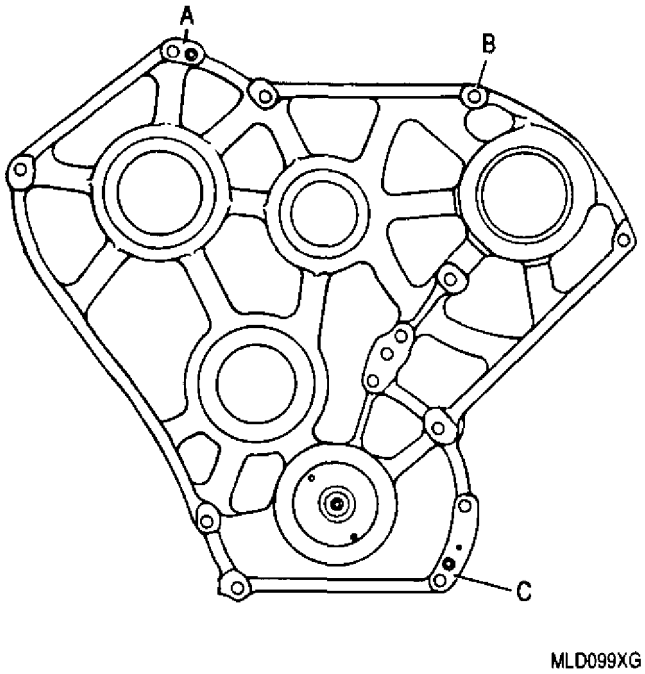
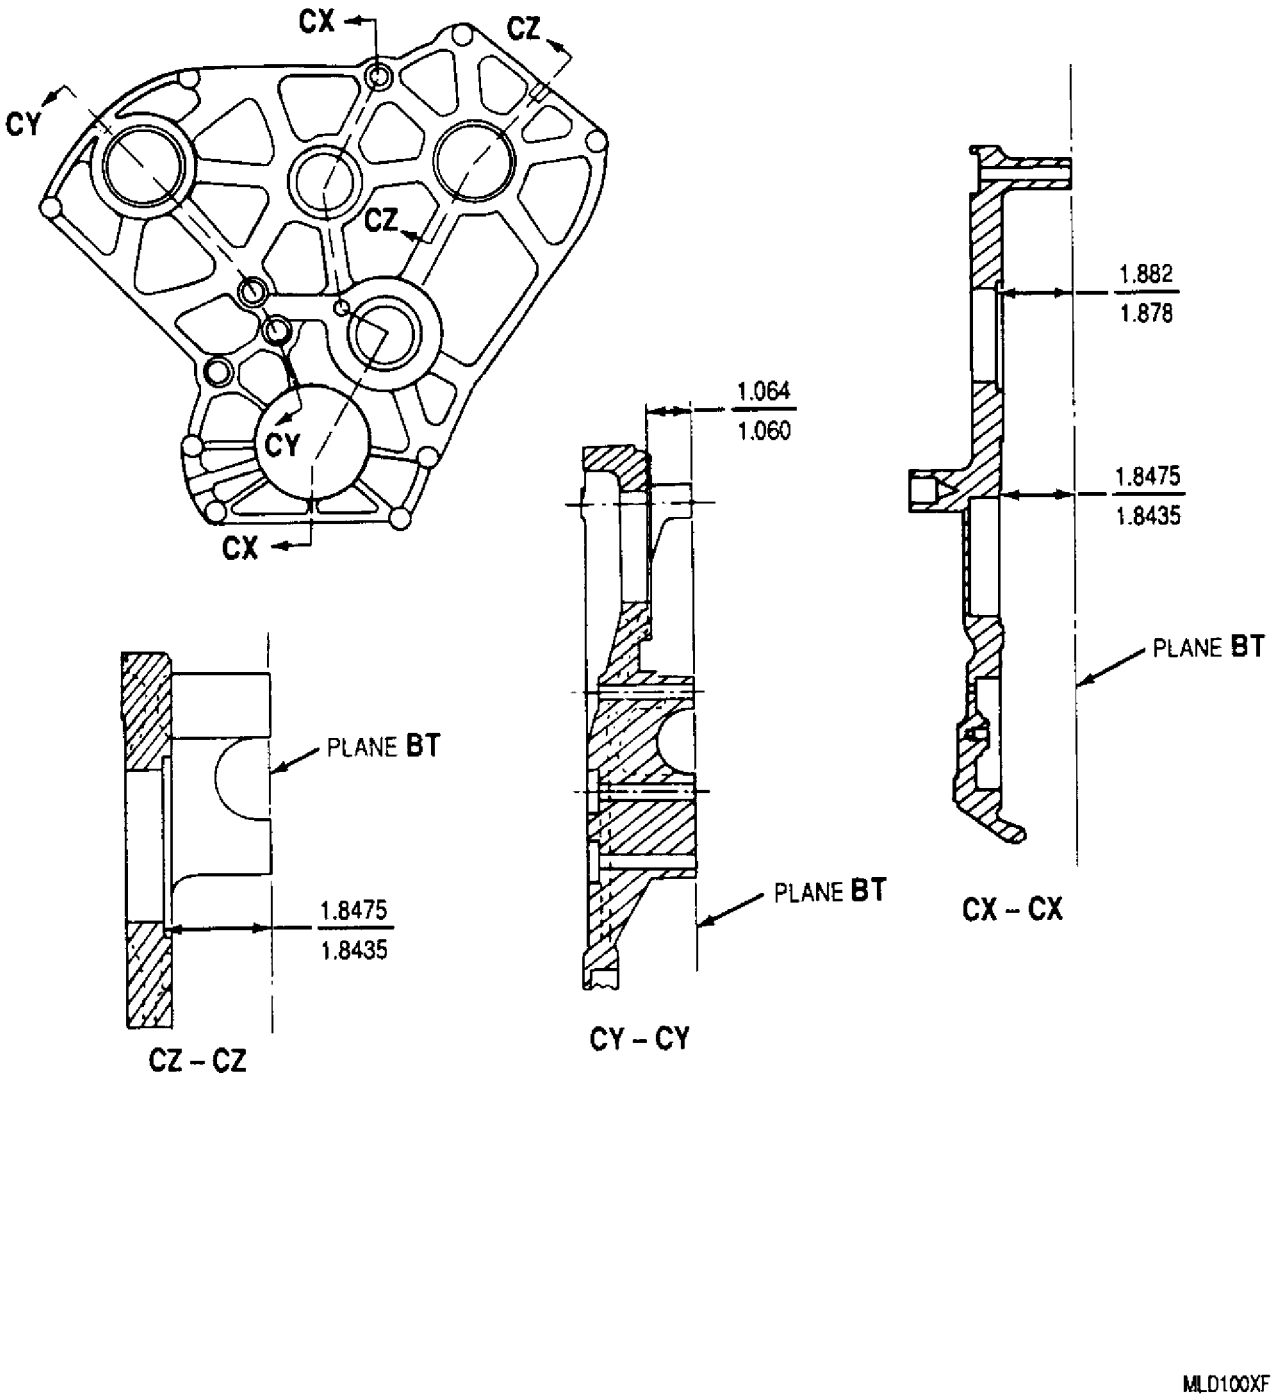

Figure 19. Inner Diaphragm Boss Location
Figure 20. Inner Diaphragm Boss Height Dimension
25. Inner Diaphragm Boss − Height Inspection. (figures 19 and 20)
b. The three mating surfaces of bosses A, B, C (figure 19) define Plane BT (figure 20).
a. Machine mounting bosses with a skim cut. Boss height should be measured using the nearest bore face. The boss height after machining shall meet minimum dimensions shown in figure 20.